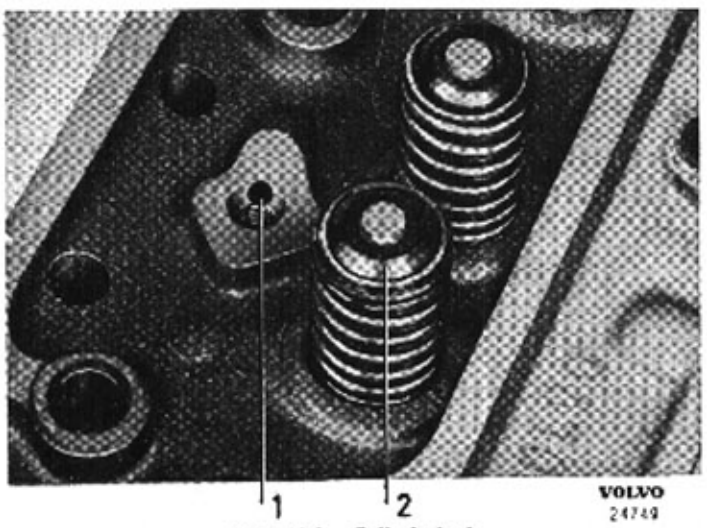

Bild 20-8. Cylinderlock
Cylinderlocket monteras med hjälp av styrpinnar SVO 2435. Skruvarna måste dragas i bestämd ordningsföljd enligt bild 20-9 för att onödiga spänningar skall undvikas. Kontrollera att oljehålet (1, bild 20-8) för smörjning av vipparmarna är öppet. Stödlagret (5, bild 20-10) smörjes före montering med värmebeständigt kullagerfett. Lager och skyddsbricka hålles i läge av en låsring (4).